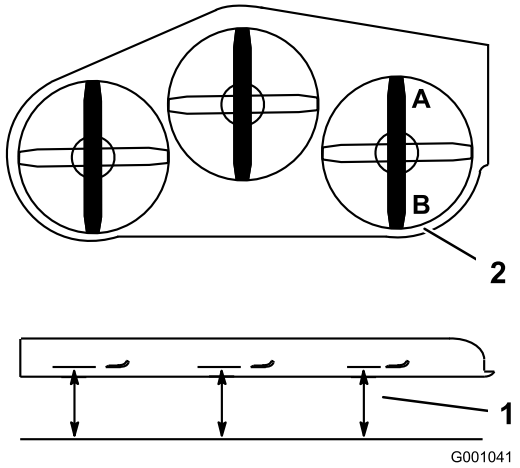

Rysunek 82
1. Ustaw prawe ostrze w osi podłużnej (Rysunek 82).
2. Dokonaj pomiaru prawego ostrza w położeniu **A** od poziomej powierzchni do krawędzi tnącej końcówki ostrza (Rysunek 82).
4. Dokonaj pomiaru prawego ostrza w położeniu **B** od poziomej powierzchni do krawędzi tnącej końcówki ostrza (Rysunek 82).
6. Ostrze kosiarki powinno znajdować się w położeniu **A** o 6 do 10 mm niżej niż w położeniu **B** (Rysunek 82). Jeśli tak nie jest, wykonaj poniższe kroki.